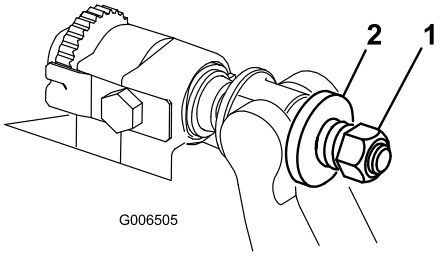

Figur 28
3. Dra åt fjäderspänningsmuttern tills fjädern pressas ihop, och vrid sedan ut den ett halvt varv (Figur 28).